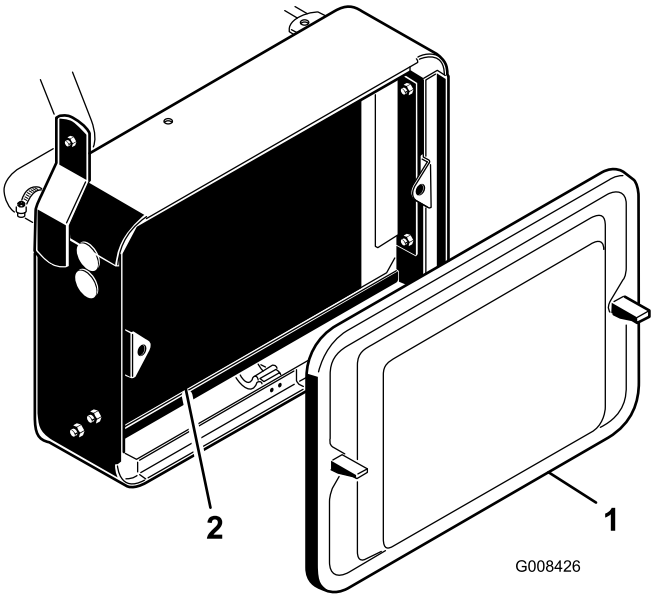

**Figur 45**
1. Ta bort kylargallret (Figur 45).